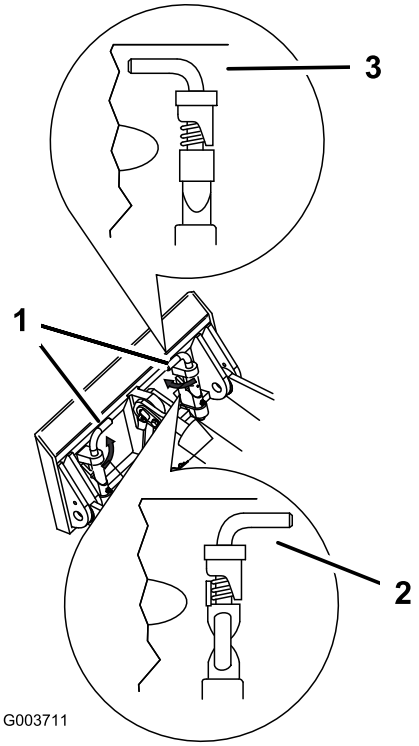

Figur 25
7. Koppla in snabbfästpinnarna och se till att de är ordentligt inskjutna i fästplåten (Figur 25).